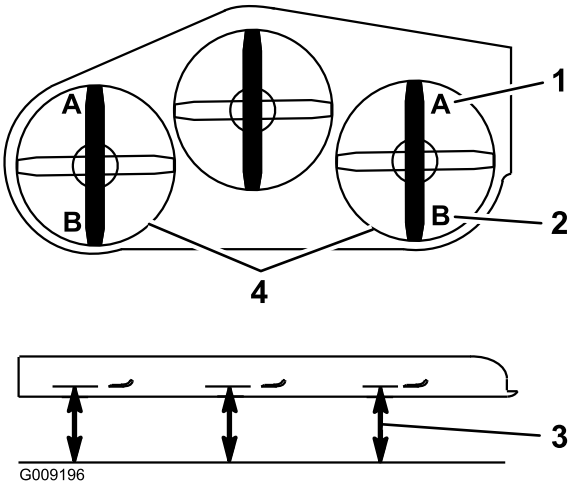

**Figure 85**
9. De chaque côté du plateau de coupe, mesurez la distance entre la surface plane et la pointe avant de la lame (position A). On doit obtenir un écart de 7,6 cm (Figure 85).
15. De chaque côté du plateau de coupe, mesurez la distance entre la surface plane et la pointe arrière de la lame (position B). On doit obtenir un écart de 8,3 cm (Figure 85).